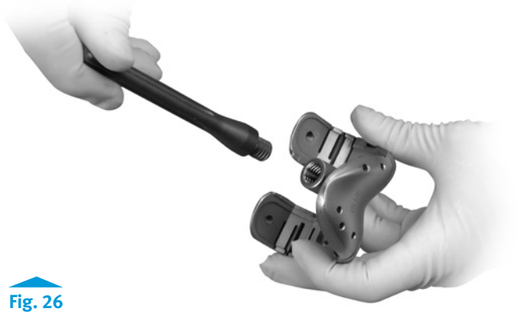

Fig. 26
- Insert the appropriate Straight Stem Extension Provisional into the appropriate (size/left/right) RH Knee Femoral Provisional/Cutting Guide **(Fig. 26)**.